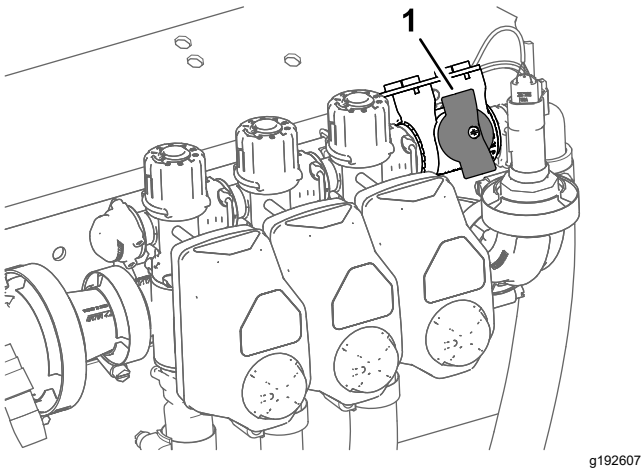

図 37
2. 個別ブームバイパス停止バルブのノブを「閉」位置にする図 37。